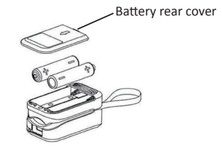

Figure 3: Installing Batteries
2. Remove the battery cover out from the bottom of the PULSE OXIMETER. See Figure 3.
3. Insert two "AAA" size batteries, making sure the battery's positive and negative poles are correctly oriented in the compartment as shown in Figure 3.